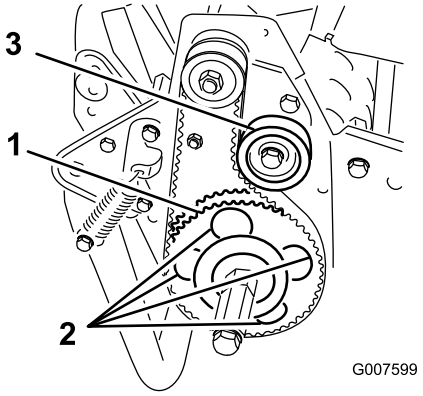

Figur 45
7. Vri den drevne remskiven helt til hullene står i kant med de fire vingeskruene på valselageret (Figur 45).
11. Juster remmen og stram monteringsskruen på lederullen (Figur 45).